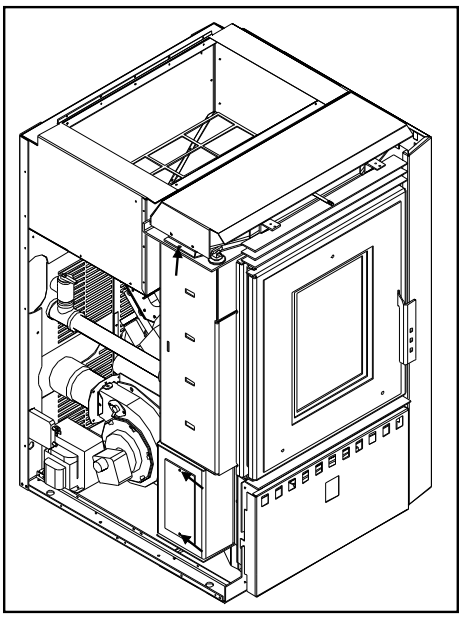

Figure 11
When the cab sides have been removed, you will see a clean out cover on each side (see Figure 11), remove the two (2) T20 screws from the cover. Remove the heat exchanger cover from the top of the stove by removing the screw on each side shown in Figure 11. With the heat exchanger cover removed, the heat exchanger tubes can be cleaned.